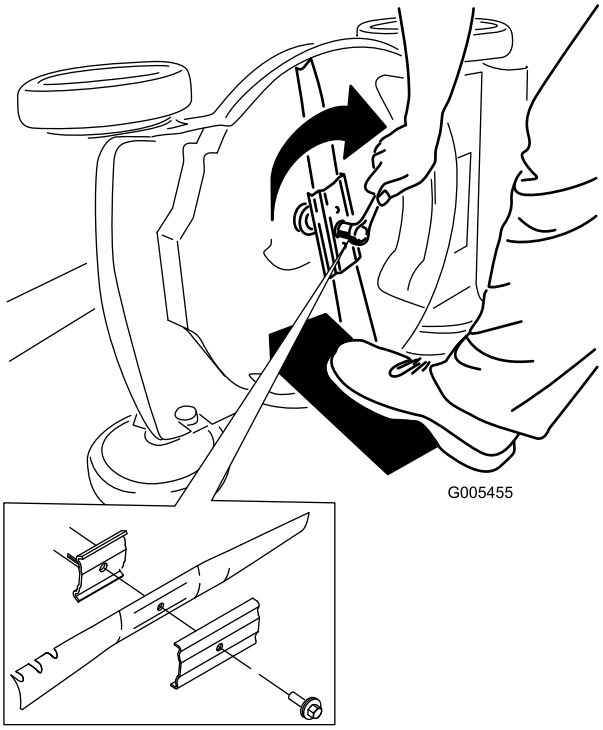

Figuur 21
5. Monteer het nieuwe mes en alle bevestigingselementen (Figuur 21).